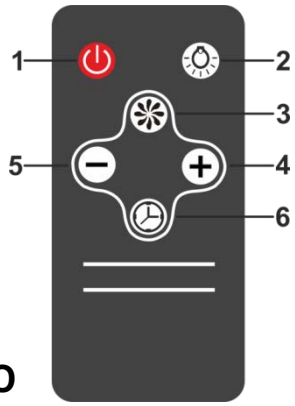

Рис.6
7.4 Управління витяжкою з допомогою дистанційного пульта (рис. 6).